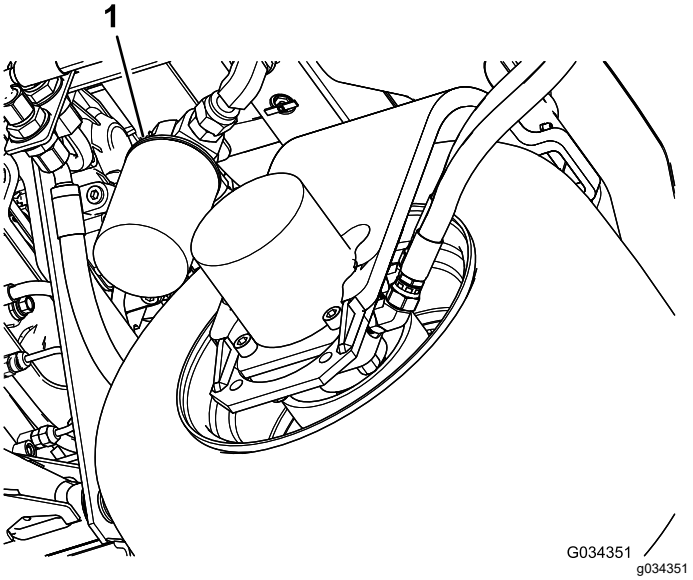

Figur 94
2. Rengör runt området där filtret ska monteras. Placera ett avtappningskärl under filtret (Figur 94) och avlägsna filtret.